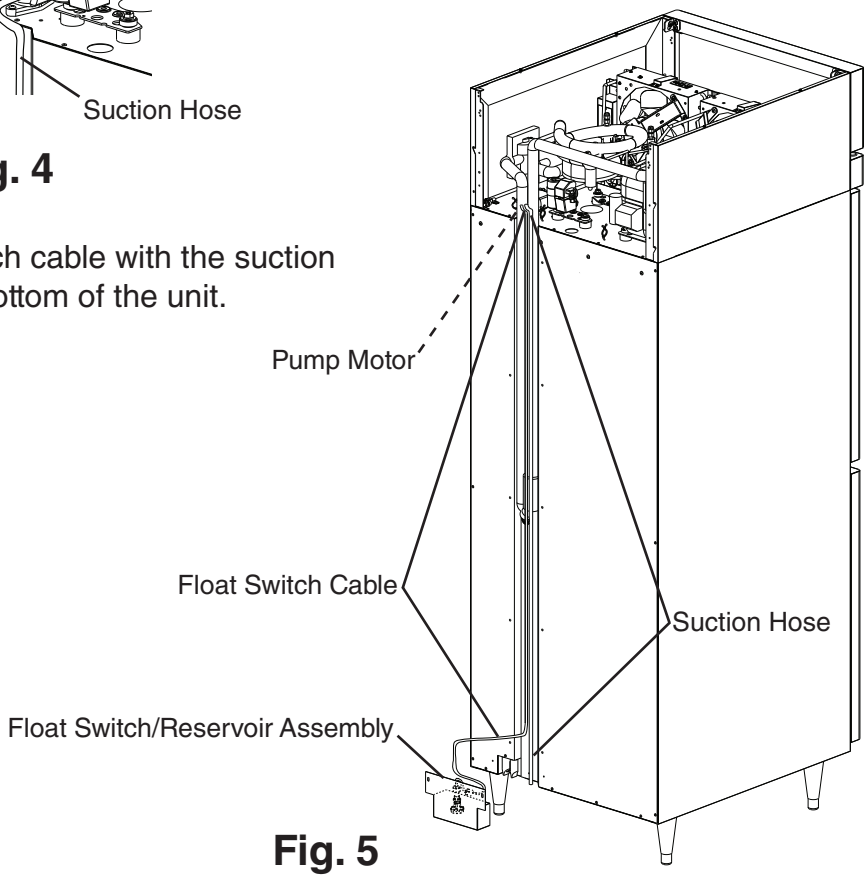

Fig. 5
4) Route the float switch cable with the suction hose down to the bottom of the unit. See Fig. 5.